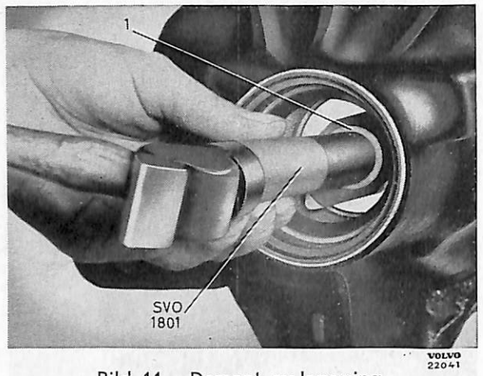

Bild 11. Demont. av lagerring.
5. Driv vid behov ut lagrens ytterringar, bild 11. Använd SVO 4063 för främre och SVO 4064 för bakre lagerringen samt standardskaft SVO 1801. Tag vara på justermellanläggen (28).